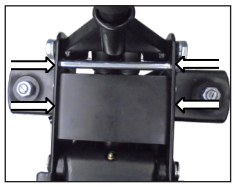

fig 3.
b.Remove the 4 screws fixing the pump cover to the jack and remove the pump cover (fig.3).